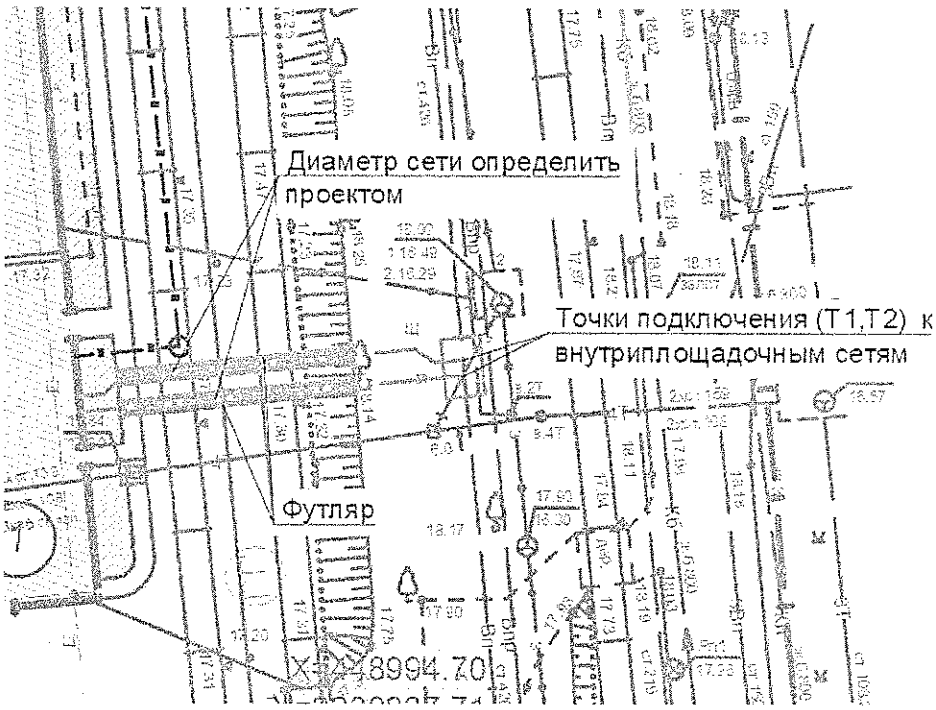

Рис. 1. Точки подключения к существующей сети хозяйственно-питьевого водопровода
10. Точки подключения (Т1, Т2) на хозяйственно-питьевые (без учёта объёмов на приготовление горячей воды), производственные и противопожарные нужды представлены на рис. 1.